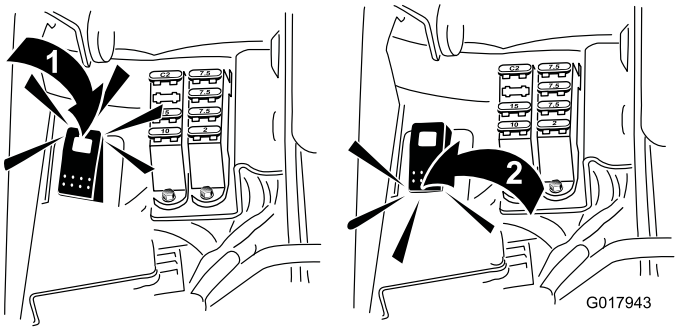

**Figur 57**
5. För slipningsbrytaren till bakåtläget (R) (Figur 57).